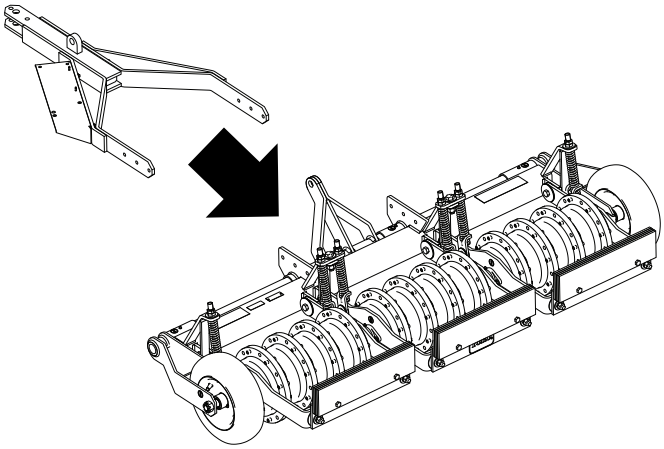

Figuur 4
2. Lijn de koppelinrichting uit met de beluchter zoals wordt afgebeeld op Figuur 4.